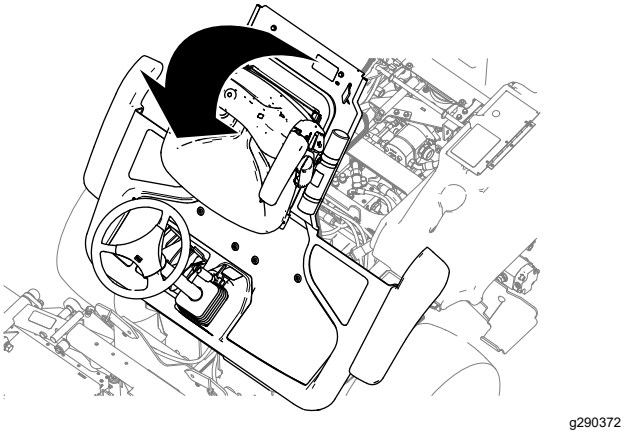

Figur 43
2. Hev plattformen (Figur 43).